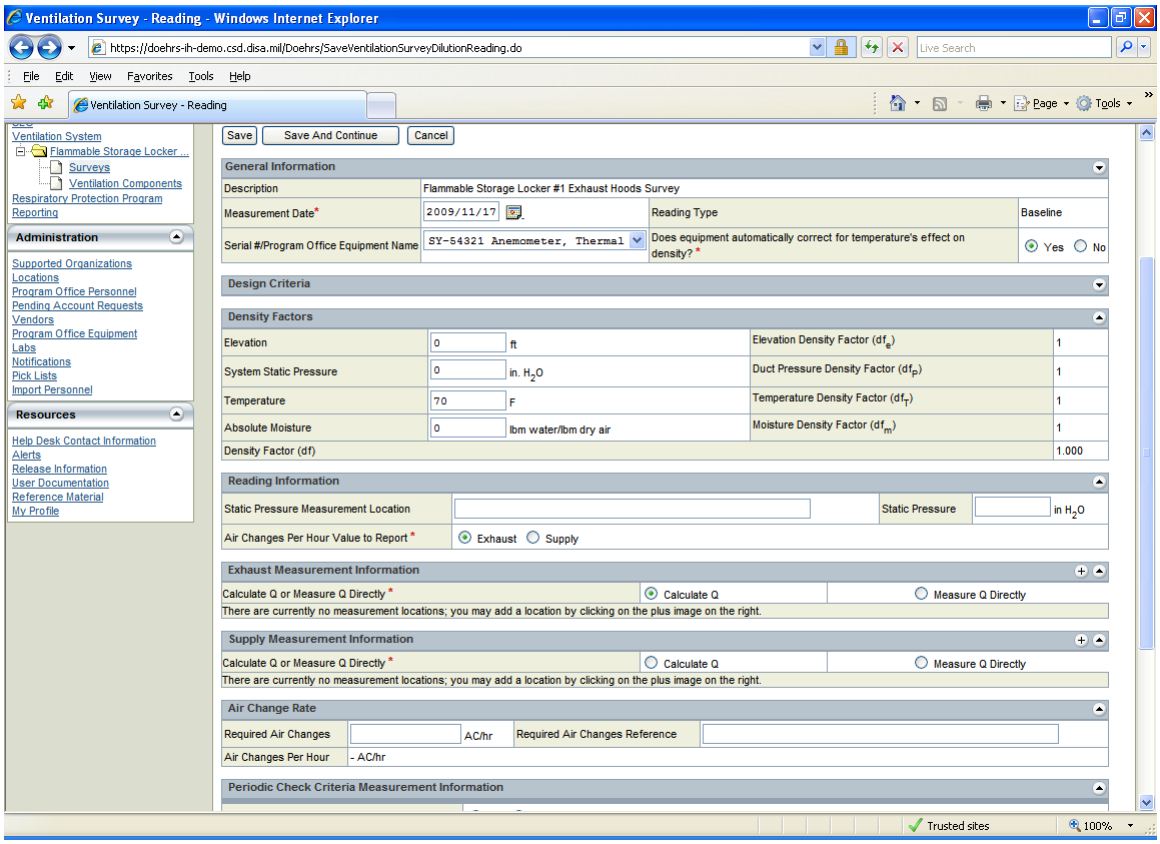

Figure 15-40. Ventilation Survey – Dilution Readings Information
Expand the Exhaust Measurement Information tile and select the appropriate radio button whether the volumetric flow rate (Q) will be derived from the velocity measurements (Calculate Q) or whether the volumetric flow rate will be measured directly using a flow hood (Measure Q Directly). The system will not allow for a mixture of Calculate Q values or Measure Q Directly values. All measurements have to be one or the other. The user selects Calculate Q in this example and clicks on the '+' symbol to add components to be measured. (Figure 15-40)